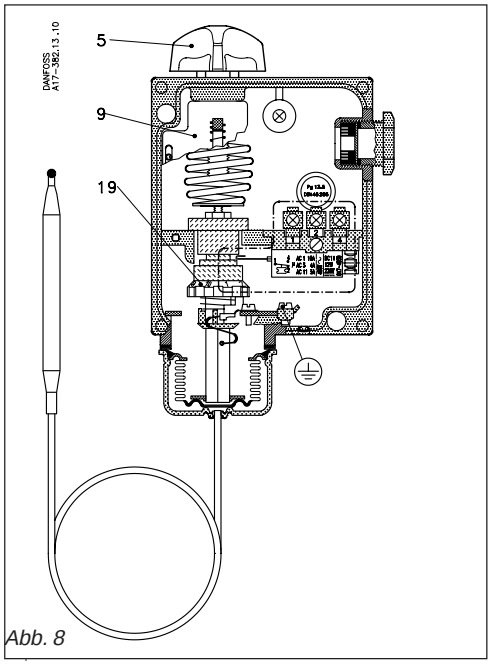

Abb. 8
2. Thermostat mittels Einstellknopf (5) auf 70°C einstellen,(Abb. 8).
3. Differenzrolle (19) auf 3 einstellen, die sich aus der Ablesung des Nomogrammes für RT 101, Seite 18 ergibt.